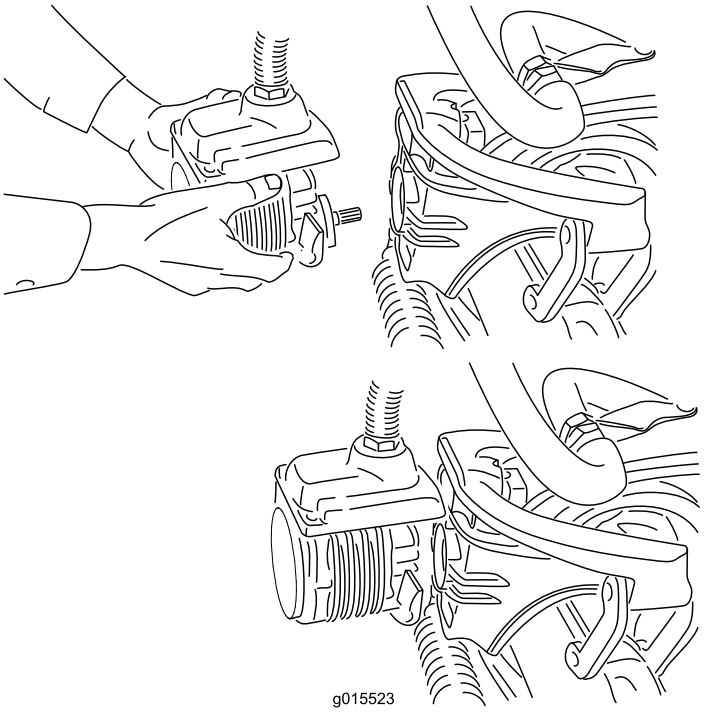

Figur 36
4. Flytta motorn till förvaringsutrymmet framför upphängningsarmen (Figur 36).